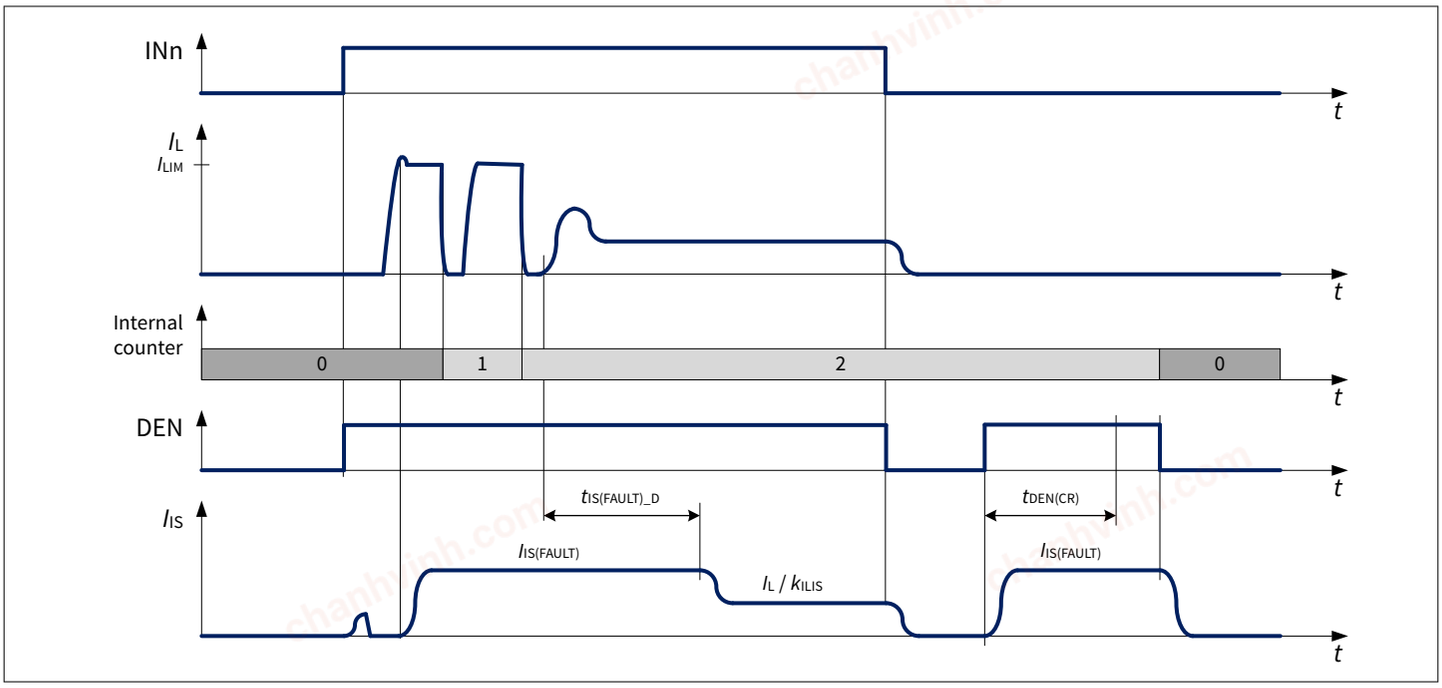

Figure 30 $I_{IS(FAULT)}$ at load switching
- If the channel is ON and the number of restarts is less than "$n_{RESTART(CR),TYP}$", the current $I_{IS(FAULT)}$ is provided for a time $t_{IS(FAULT)_D}$ after the channel is allowed to restart, and thereafter $I_{IS} = I_L/k_{ILIS}$ (as shown in Figure 30). During a restart cycle the current $I_{IS(FAULT)}$ is provided each time the channel diagnosis is checked.